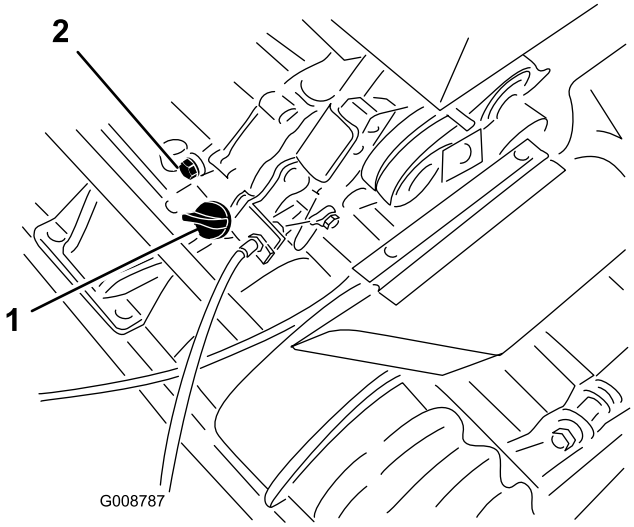

Figur 22
1. Plasser maskinen slik at motoren står jevnt, og rengjør området rundt oljenivåmåleren (Figur 22).
2. Sett et oppsamlingsfat under tappepluggen bak på maskinen (Figur 22).